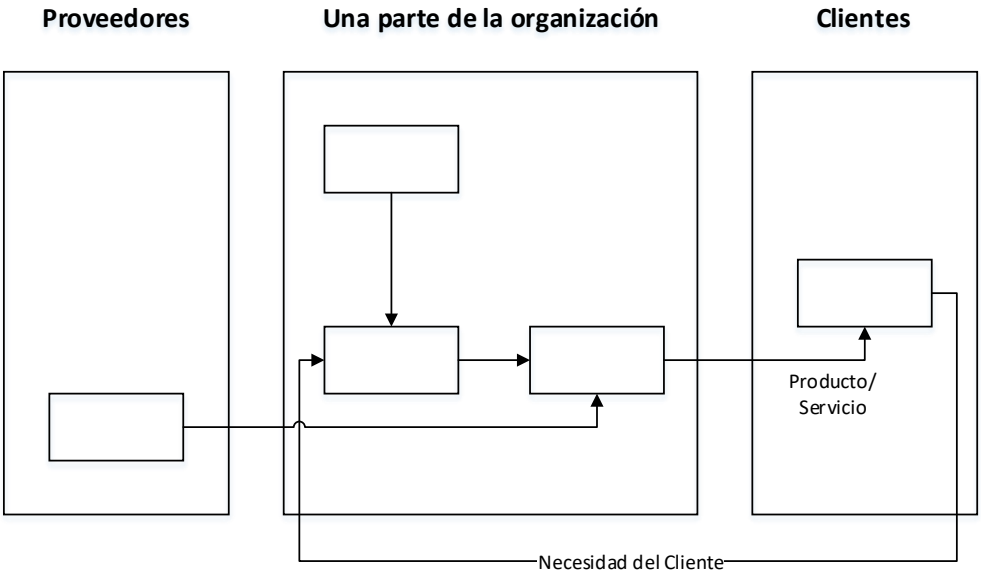

Figura 3. Mapa de Relaciones (construido a partir de Robert Damelio, 1996)
- El mapa de relaciones muestra la relación que existe entre los proveedores-clientes y la organización, o los vínculos entre las partes de una organización, tales como: funciones, departamentos, divisiones o sitios. Por lo tanto, con frecuencia son utilizados para mostrar un panorama general que retrata como las funciones principales de la organización interactúan entre ellas (Robert Damelio, 1996). En la Figura 3, se puede apreciar un diagrama del mapa de relaciones: